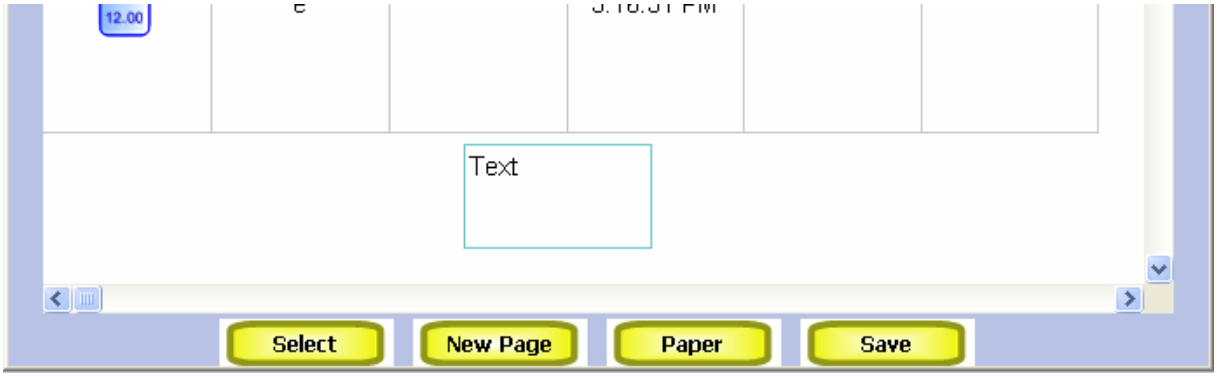

Figure 44 : Adding an addition text field
3. A text filed is added to the report. (Figure 44).